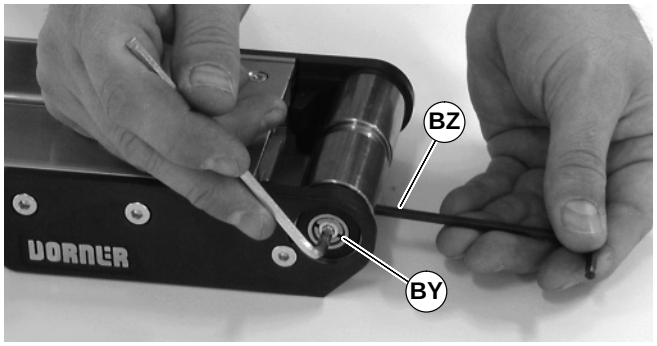

Figure 55
3. On both sides of pulley, use a 4mm hex-key wrench to tighten pulley taper screw (BY of Figure 55) to 75 in-lb (8.5 Nm). Steady pulley with second hex-key wrench (BZ) inserted into pulley hole.